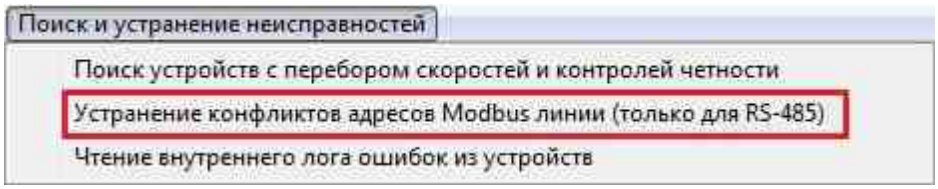

Рис.4.5 Опция «Устранение конфликтов адресов Modbus линии»
2. После чего  активировать опцию «Устранение конфликтов адресов Modbus линии» (*Рис.4.5*).